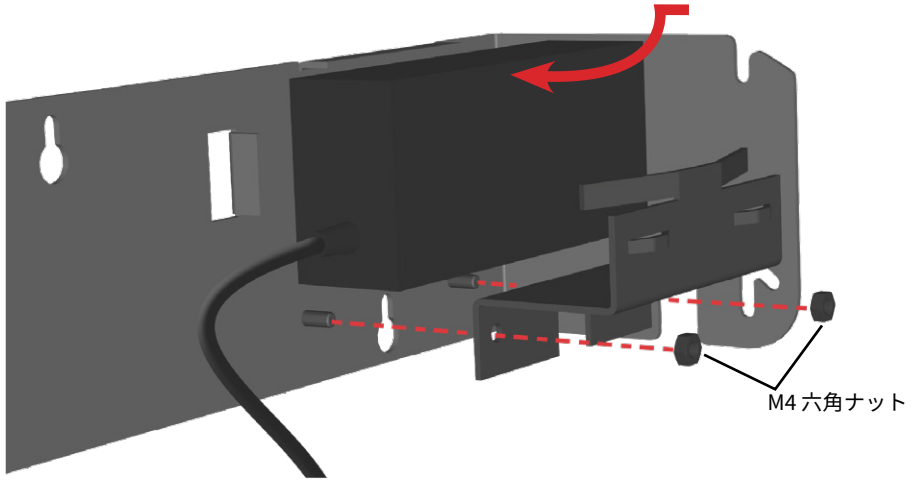

図 8a　電源と電源サポートブラケットを取り付ける
3. 電源サポートブラケットを六角ナットとスタッドボルトを使ってウォールマウントブラケットにゆるく固定します。電源コードを接続した電源を下図のように配置し、ボルトを締めます（図 8a & 8b）。